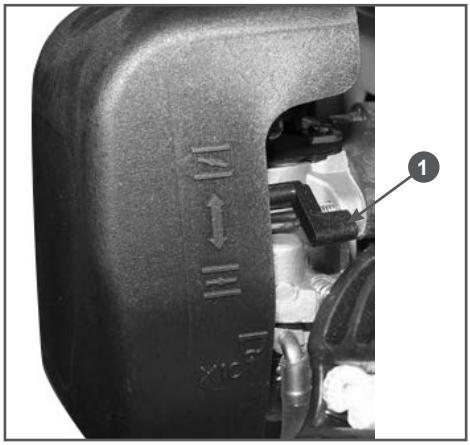

Рис. 6 Расположение рычага управления воздушной заслонкой
4. Закройте воздушную заслонку. Для этого рычаг управления воздушной заслонкой 1 поднимите вверх (Рис.6).